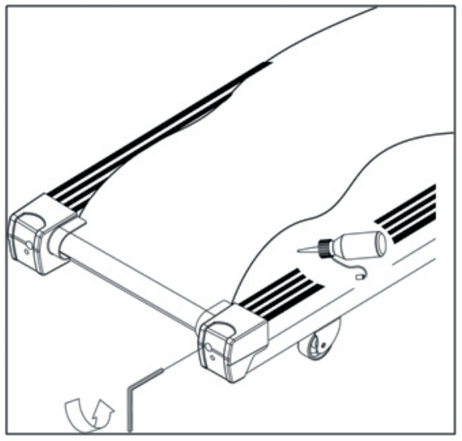

**FIG. 17**
- Sollevare il bordo del nastro dal lato sinistro (Fig. 17).